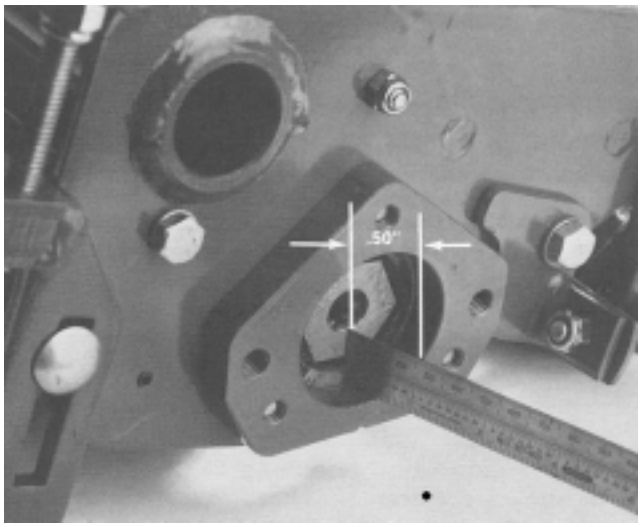

Figure 14
2. After reel shaft assembly has been placed into the frame apply blue loctite #242 unto (6) capscrews before assembly onto (2) outside bearing plates. Install (2) plastic bearing debris seals into opening on side frame before attaching bearing plates to the dethatcher frame.
4. Tighten the (3) capscrews, washers, and lockwashers to 170–220 in–lbs on the driven side of the dethatcher reel assembly with the reel motor acting as pilot for the bearing assembly.
5. Tighten the (3) capscrews, washers, and lockwashers to 170–220 in–lbs on the other end of the reel assembly. Remove reel motor.
6. Position the reel shaft assembly so that the spline nut is .50 inward from the outside surface of the bearing plate (Fig. 14)